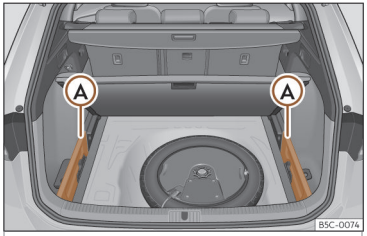

Fig. 121 Nel bagagliaio: alloggiamento per la riposizione del pianale avvolgibile.
- Rimuovere i coperchi a sinistra e a destra ››› fig. 121 (A).